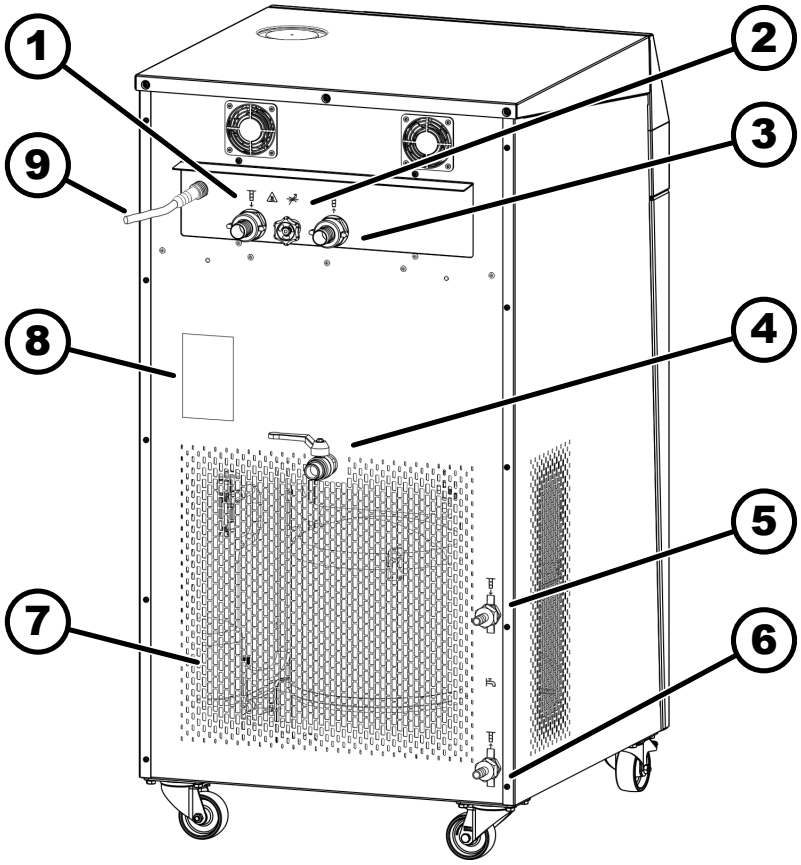

Fig. 6: Face arrière VC 10000 W
9. Figure 6 : La rampe doit être bien ajustée contre la palette. Deux personnes doivent appuyer avec leurs chaussures à droite et à gauche sur les rails de guidage de la rampe afin de l'empêcher de glisser. Faire glisser avec précaution l'appareil hors de la palette de transport, la partie avant en premier ⑪.